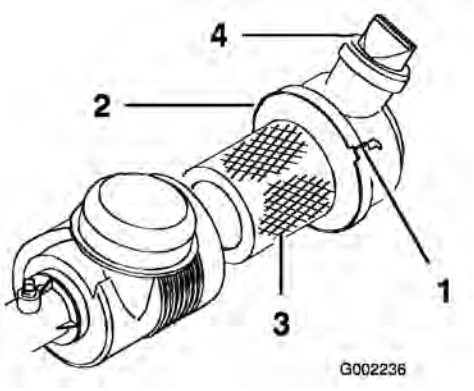

Figur 37
Undersök om luftrenaren har några skador som skulle kunna orsaka en luftläcka. Se till att dammkåpan är sitter fast ordentligt på luftrenaren. Ett skadat luftrenarhus måste bytas ut. Kläm på ventilen (Figur 37) före varje användning för att rensa den från damm och skräp. Byt filtret i luftrenaren var 100:e körtimme.
3. Lossa luftrenarbandet som fäster luftrenarkåpan på luftrenaren (Figur 37) och ta bort kåpan från luftrenaren.
7. Fäst banden (Figur 37).
4. Sätt tillbaka kåpan med ventilen pekande nedåt och fäst banden (Figur 37).